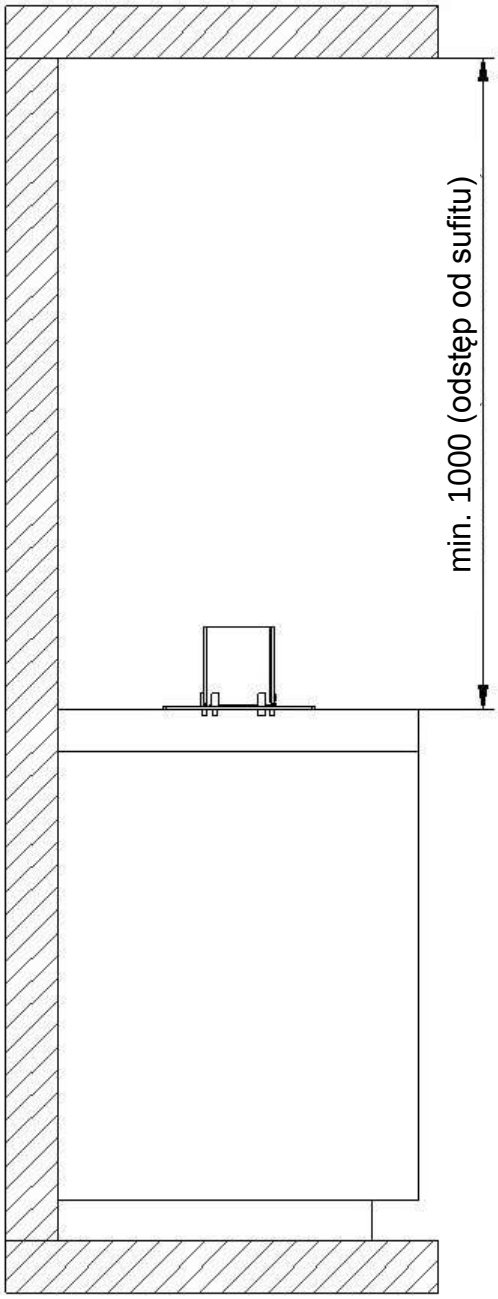
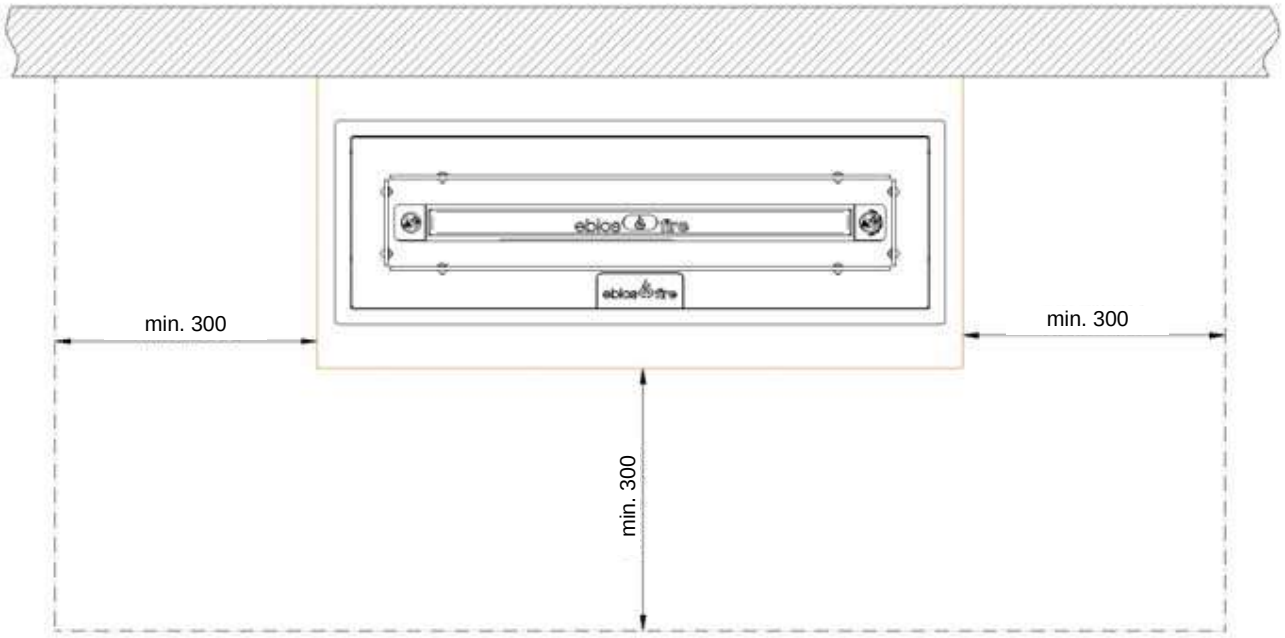

Rys. 15 Minimalny odstęp do sufitu
Rys. 16 Minimalne odległości od elementów palnych
- Musi być zagwarantowana **minimalna odległość** od bocznych palnych elementów budowlanych, mebli, dekoracji lub zasłon **1 000 mm (patrz rys. 16)**, w celu zapewnienia wystarczającej ochrony cieplnej! Nad meblem ebios-fire, aż do sufitu pokoju **(minimalny odstęp >1000 mm)**, nie mogą znajdować się żadne przedmioty (zob. Rys. 15)!